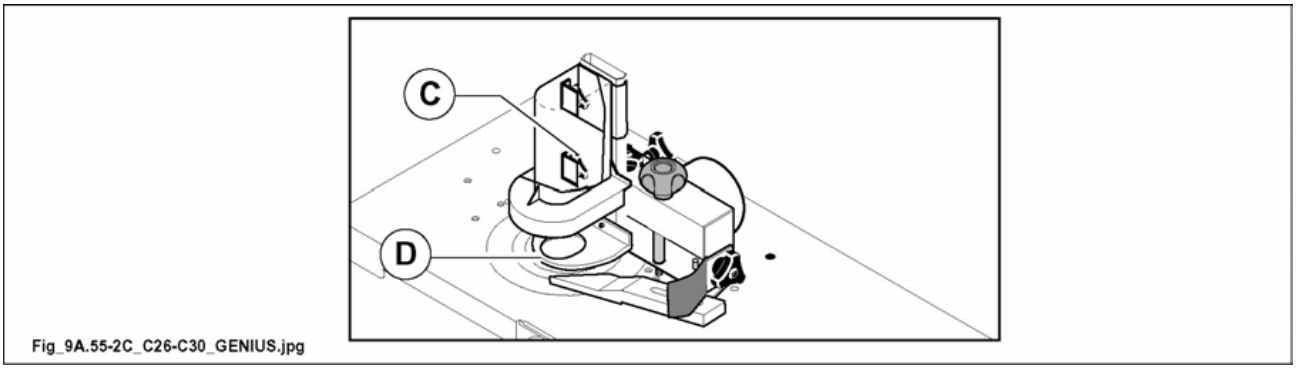

Fig. 9.55-2C
- loosen the knob (C fig. 9.55-2C) or the screws (B fig. 9.55-2C) and adjust the rest (D fig. 9.55-2C) to the desired height;